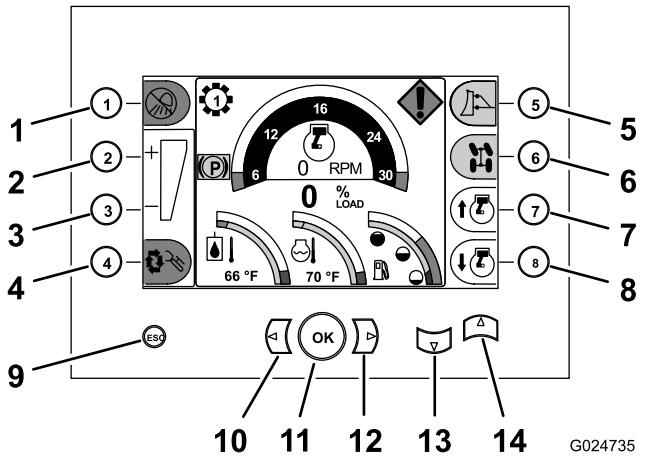

Figura 9
Familiarize-se com todos os controles (Figura 9 a Figura 16) antes de dar partida no motor e operar a máquina.
Use os botões na central de comando para controlar a operação das funções da máquina e navegar até a configuração da máquina e as telas de diagnóstico (Figura 9).
- **Botão de aumento do acelerador manual** – Pressione o botão de aumento do acelerador manual (botão 7), localizado no canto inferior direito da central de comando, para aumentar a velocidade do motor (Figura 9).
- **Botão de redução do acelerador manual** – Pressione o botão de redução do acelerador manual (botão 8), localizado no canto inferior direito da central de comando, para reduzir a velocidade do motor (Figura 9).